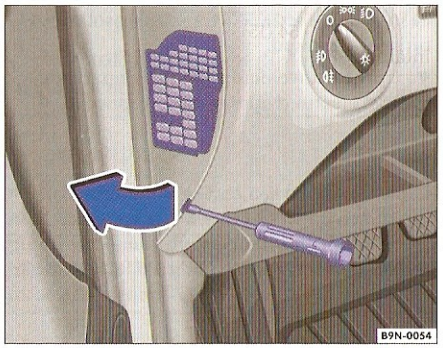

Fig. 41 În partea stângă a tabloului de instrumente: Cutia de siguranțe
– Introduceți un obiect plat (de ex. șurubelnița din trusa de scule) în locaș ⇒ fig. 41 și ridicați cu atenție capacul.